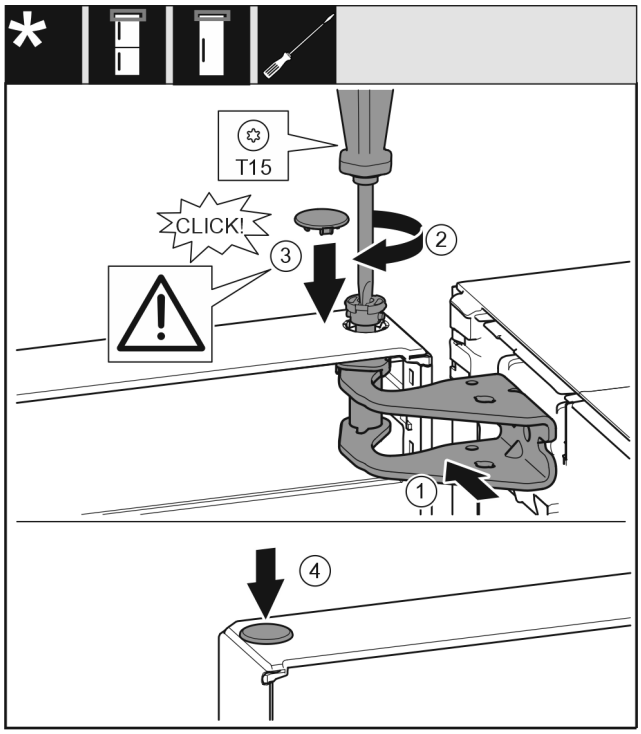

Fig. 23
▶ Tür oben zur Öffnung im Lagerbock ausrichten. *Fig. 23 (1)*
▶ Bolzen einsetzen und mit Schraubendreher T15 festschrauben. *Fig. 23 (2)*
▶ Sicherungsabdeckung zur Sicherung der Tür montieren: Sicherungsabdeckung einsetzen und Kontrollieren ob sie auf der Tür aufliegt. Ansonsten Bolzen vollständig einsetzen. *Fig. 23 (3)*
▶ Stopfen einsetzen. *Fig. 23 (4)*